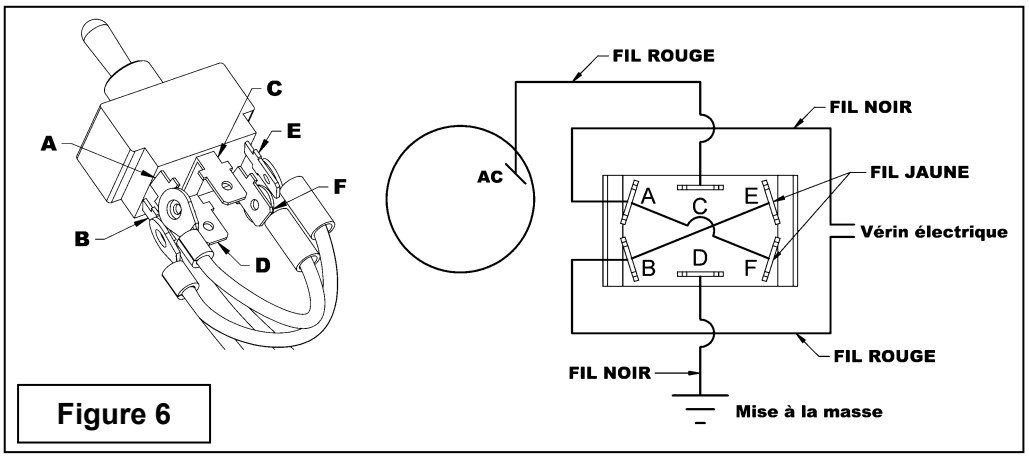

Figure 6
6. **Figure 6:** Connecter les deux ensembles de fils sur l'interrupteur tel qu'illustré en branchant le fil rouge à la lame "B" et le fil jaune assemblé au fil rouge à la lame "E". Brancher ensuite le fil noir à la lame "A" et le fil jaune à la lame "F".
7. **Figure 6:** Connecter les deux fils restants, le fil rouge sur la lame "C" et le fil noir sur la lame "D".